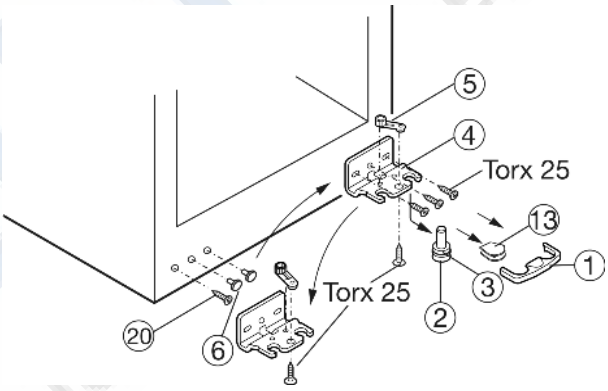

Fig. 4
▶ Предохранитель *Fig. 4 (1)* снимите движением вперед.
▶ Снимите крышку *Fig. 4 (13)*.*
▶ Вытяните опорный палец *Fig. 4 (2)* вниз и вперёд. При этом следите за гнездом шарнира *Fig. 4 (3)*.
▶ Открутите опорный кронштейн *Fig. 4 (4)*.
▶ Открутите опорную деталь *Fig. 4 (5)* и, переставив в отверстие на противоположной стороне опорного кронштейна, снова прикрутите.
- Снимите и снова установите пробку *Fig. 4 (6)* на противоположную сторону со стороны ручки.
- Выкрутите болт *Fig. 4 (20)* и вкрутите на противоположной стороне.
- Снова прикрутите опорный кронштейн *Fig. 4 (4)* на новой стороне шарнира **(с моментом 4 Нм)**. При необходимости используйте аккумуляторный шуруповерт.
- Снова слегка наклоните устройство назад и снова установите опорный палец *Fig. 4 (2)* с гнездом шарнира *Fig. 4 (3)*. Зазубрина на опорном пальце должна быть расположена спереди.
- Установите крышку *Fig. 4 (13)* на противоположной стороне.*
- При необходимости выровняйте дверцы через два продольных паза в опорном кронштейне *Fig. 4 (4)* параллельно корпусу устройства. Для этого выкрутите средний винт.